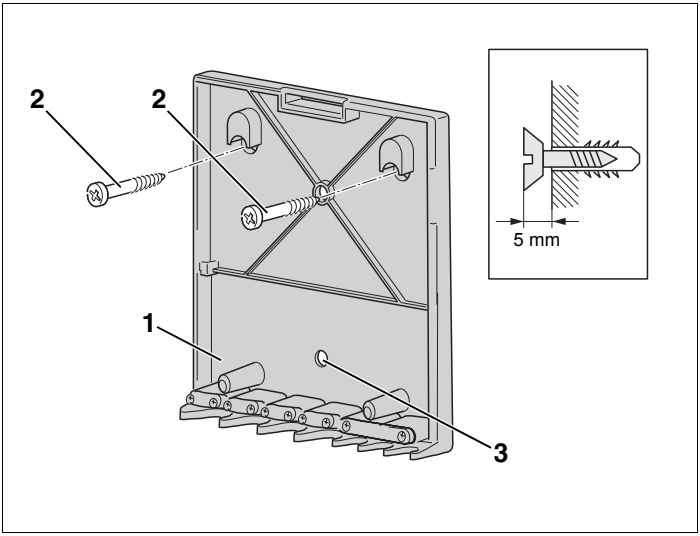

Rys. 9 Montaż uchwytu naściennego
- Zaznaczyć pozycję otworów do przymocowania uchwytu naściennego (rys. 9, **poz. 1**).
- Nawiercić otwory w zaznaczonych miejscach (rys. 9, **poz. 1**) (Ø 6 mm).
- Włożyć kołki w nawiercone otwory i wkręcić załączone wkręty (rys. 9, **poz. 2**), tak by wystawały na wysokość 5 mm.
- Zawiesić uchwyt naścienny (rys. 9, **poz. 1**) i dokręcić wkręty. W razie potrzeby uchwyt naścienny (rys. 9, **poz. 1**) zamocować można do ściany wykorzystując dodatkowy otwór (rys. 9, **poz. 3**).